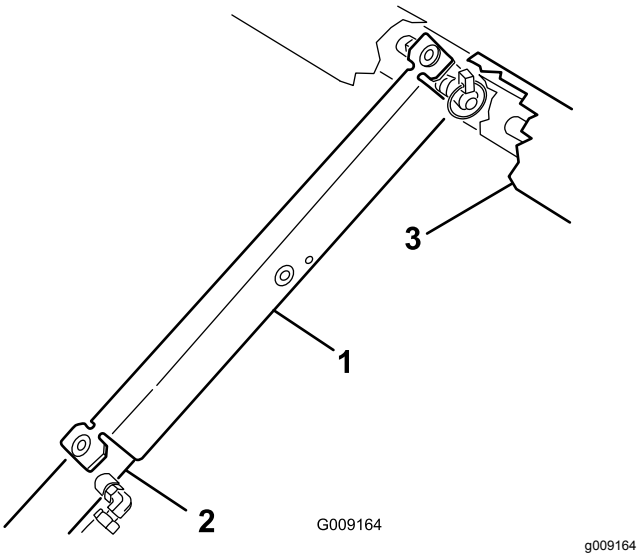

**Figur 29**
3. Skyv støttepilaren for lasteplanet på sylinderstangen. Påse at pilarendene hviler på enden av sylinderløpet og sylinderstangen (Figur 29).